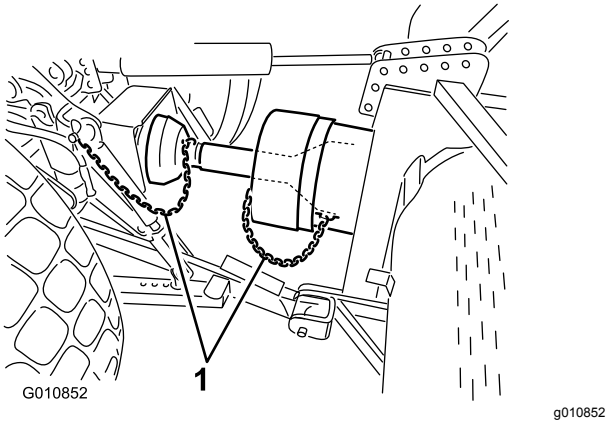

Rysunek 25
6. Podłącz łańcuchy osłony bezpieczeństwa do osłony wał PTO oraz wsporników jednostki jezdnej (Rysunek 25). Upewnij się, że łańcuchy nie są napięte po uniesieniu i opuszczeniu aeratora.